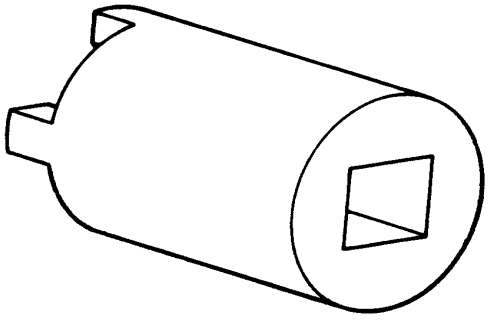

Figure 2. 6798131 Reduction Gear Oil Pump Threaded Bushing Spanner Wrench
h. Remove lockwire securing nut (11) on pressure adjusting valve assembly (15).
i. Use 6798131 spanner wrench (figure 2) and remove pressure adjusting valve assembly from pump cover (7, figure 1).
j. Remove and discard preformed packing (16) from pressure adjusting valve shaft (8).